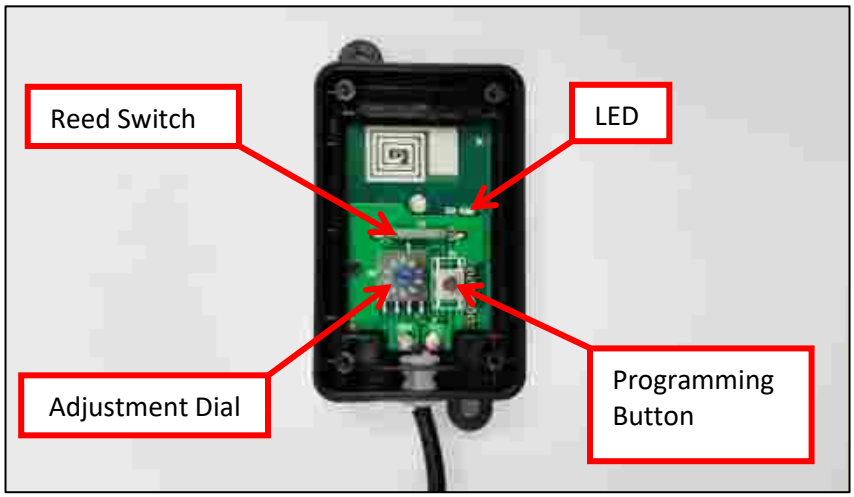

Fig.4
1) Set the Motion Sensor Adjustment Dial to 0. (See Fig.4).
4) Press the programming button on the GC779G Motion sensor ONCE (See Fig.4). The GC1146C will bleep several times to indicate that the program has been accepted.